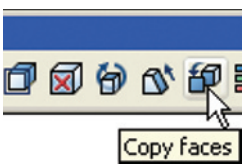

Fig. 18.13 The **Copy faces** tool icon from the **Solid Editing** toolbar
2. *Click* on the **Copy faces** tool in the **Solid Editing** toolbar (Fig. 18.13). The command line shows: